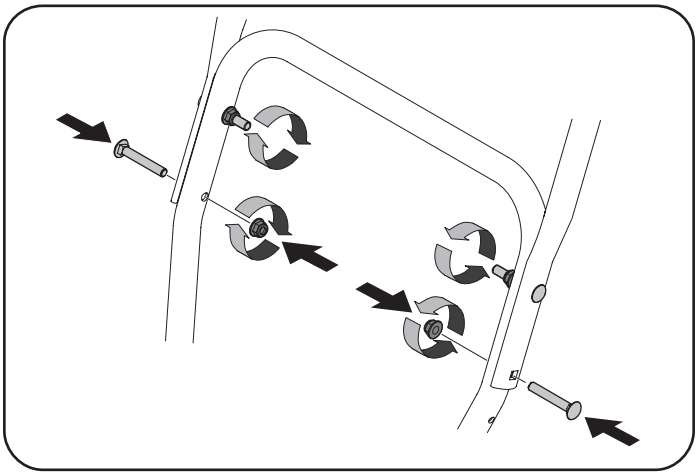
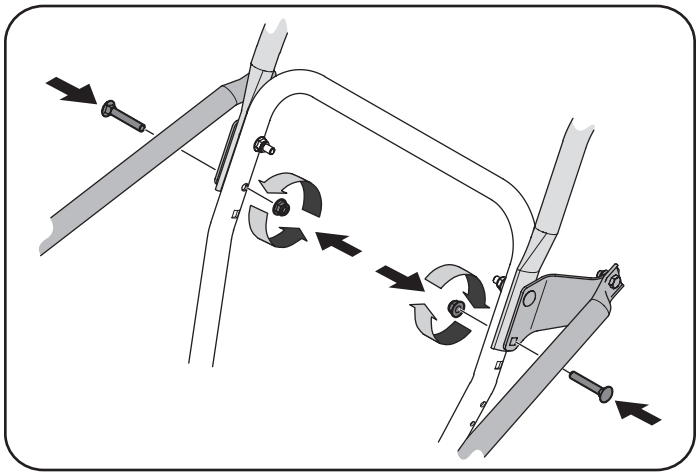

Figura 6
Figura 7
6. Sujete los dos tornillos de carro y las tuercas que se extrajeron en el Paso 2. Termine de sujetar la barra de control, para lo que debe ajustar las dos tuercas superiores que se aflojaron en el Paso 2. Para unidades con soportes laterales, consulte la Figura 6 o la Figura 7.